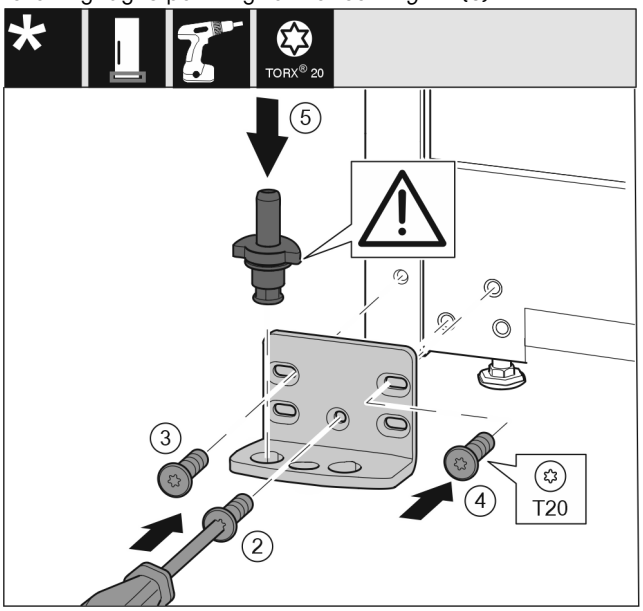

Fig. 20
- ▶ Place the bearing bracket on the other side and screw it on with a T20 screwdriver. Start with screw 2 at the bottom in the middle. *Fig. 20 (2)*
- ▶ Screw in screws 3 and 4 tightly. *Fig. 20 (3,4)*
- ▶ Insert the bearing pin completely. Make sure that the latching lug is pointing to the rear. *Fig. 20 (5)*